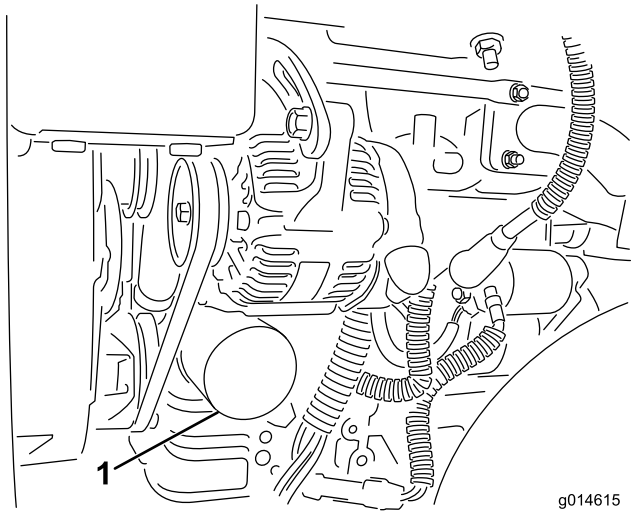

Figur 46
2. Ta av oljefilteret (Figur 46). Stryk et tynt lag med ren olje på den nye filterpakningen.